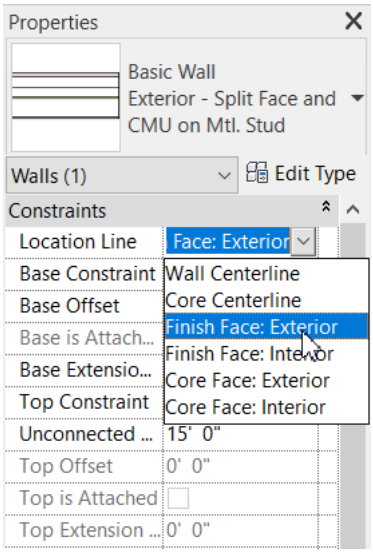

Figure 3-42 *Selecting the* ***Finish Face : Exterior*** *option for the* ***Location Line*** *parameter*
e. Change the **Location Line** parameter to **Finish Face: Exterior**, refer to Figure 3-42.
2. Click in the value field of the **Location Line** parameter and select the **Finish Face: Exterior** option from the drop-down list displayed, as shown in Figure 3-42. Choose the **Apply** button to accept the specified values.